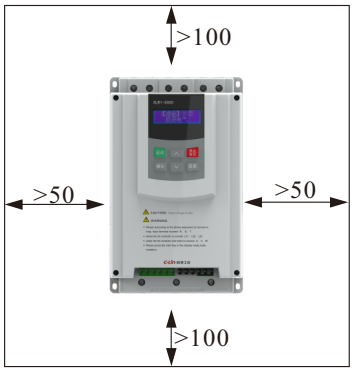
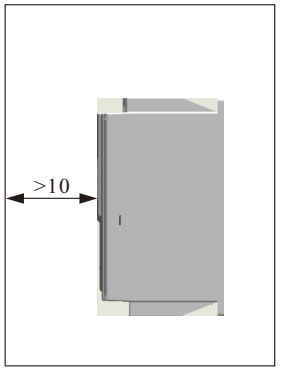

Figure 1
Figure 2
1.Installation orientation and spacing:To ensure good ventilation and heat dissipation, the soft starter must be installed vertically. Sufficient clearance must be maintained around the unit for heat dissipation (see Figure 1). Figure 2 specifies the minimum allowable distances. (All dimensions in the figures are in millimeters.)